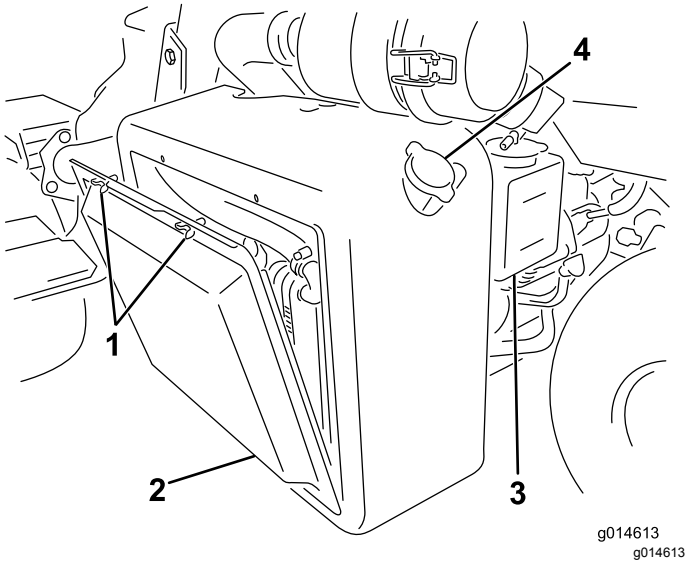

Figura 38
1. Retire o painel do radiador (Figura 38).
2. Verifique o nível do líquido de arrefecimento do motor (Figura 38 e Figura 39).